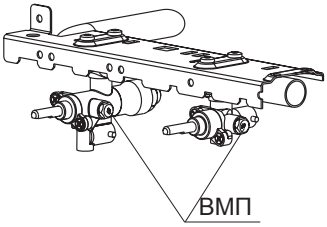

рис. 17
19.2. Проведение замены винтов малого пламени (ВМП) в кране-термостате и кранах горелок стола (рис. 17, 18):